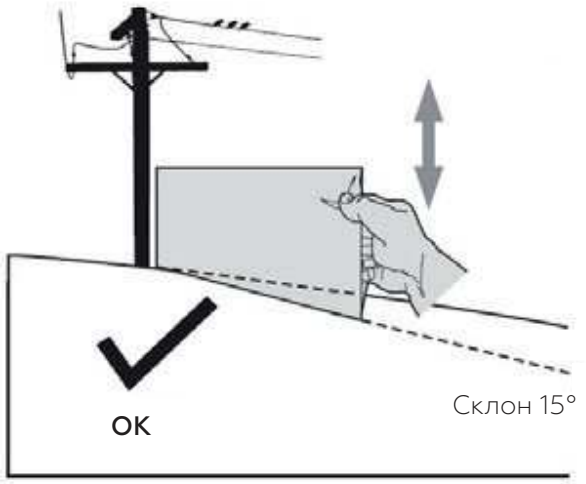
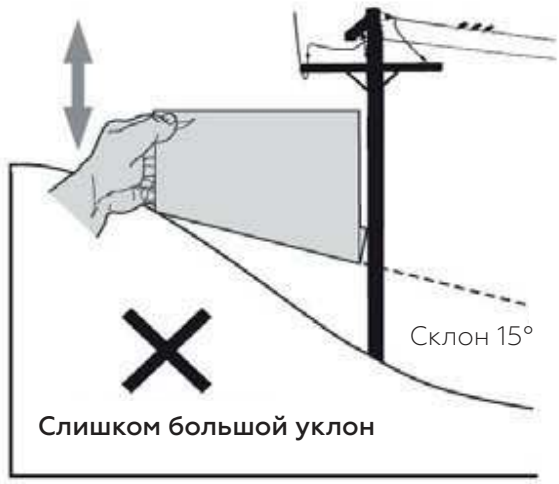

Рис.1
Рис.2
3. Совместите обе стороны уклономера с объектом (см. рис. 1 и рис. 2).
4. Отрегулируйте датчик вверх или вниз, пока левый угол не коснется уклона (см. рис. 1 и рис. 2).
Если под манометром есть зазор, склон слишком крутой для безопасной работы (см. рис. 2 выше).